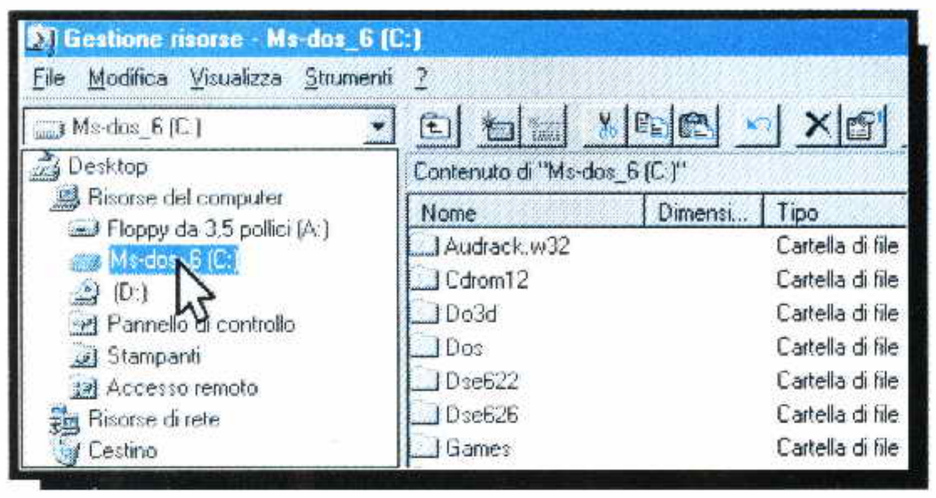
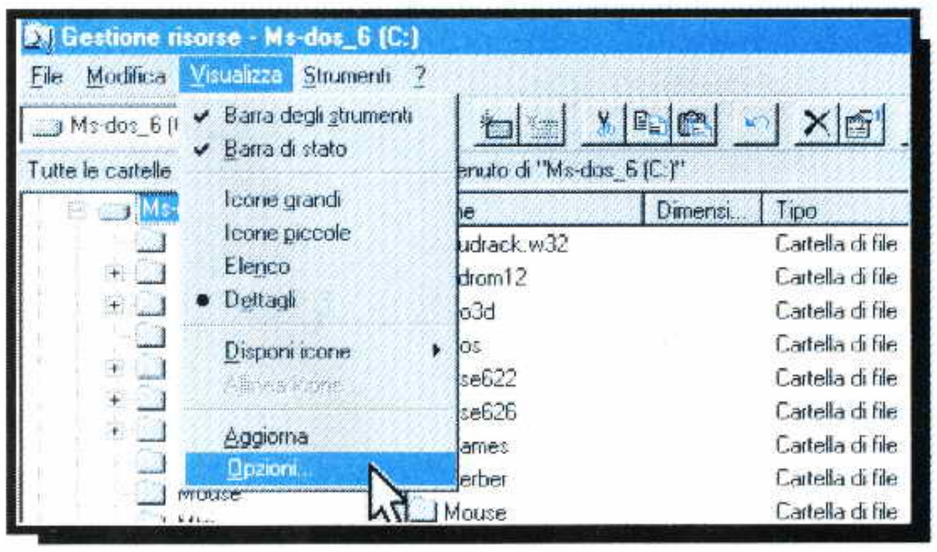

Fig. 14
Fig. 15
– A sinistra della finestra che appare selezionate l'unità **Ms-dos_6 (C)** (vedi fig.14). Ora attivate il menu a tendina di **Visualizza** e cliccate su **Opzioni** (vedi fig.15).
– Ora cliccate sulla scritta **Visualizza** del menu di **Gestione Risorse** e selezionate **Opzioni** (vedi fig.15).